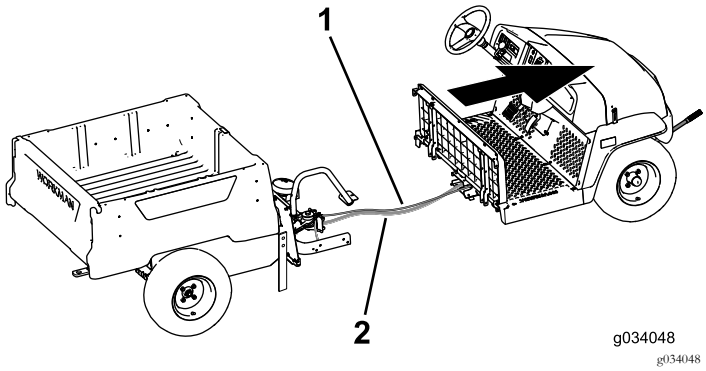

Figure 20
8. Demandez à un assistant de vous aider à avancer la section avant pour l'éloigner de la section arrière (Figure 20).